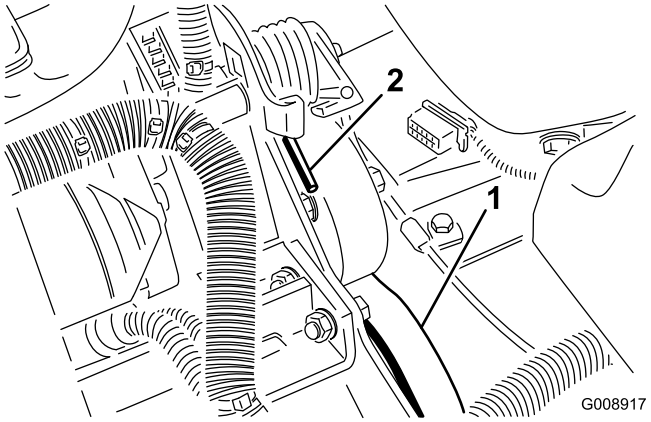

**Figur 56**
2. Tryck fjäderänden (Figur 56) nedåt och framåt för att kroka av den från fästet och lätta på fjäderspänningen.